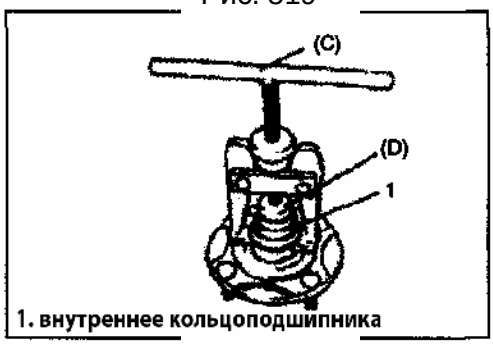

Рис. 520
9) Снимите внутреннее кольцо подшипника колеса (Рис. 520).